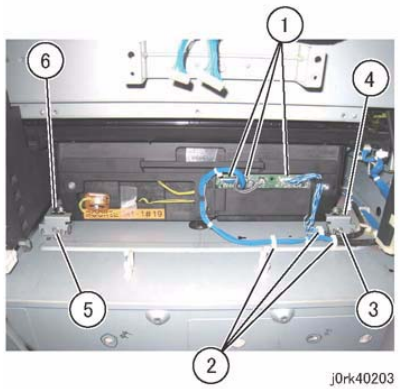

Figure 3 Bracket Removal
5. Remove the Brackets (x2) that secure the ROS Assembly. (Figure 3)